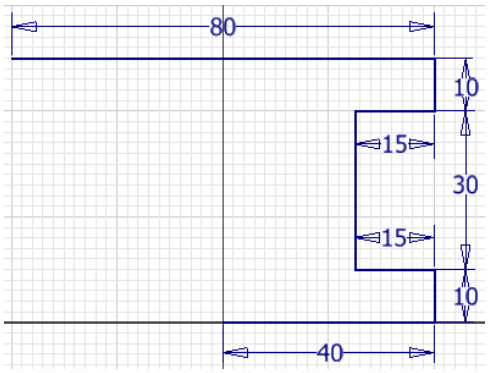

Figure 2-100(d) *Dimensioning the sketch*
7. Draw the remaining lines, as shown in Figure 2-100(e).